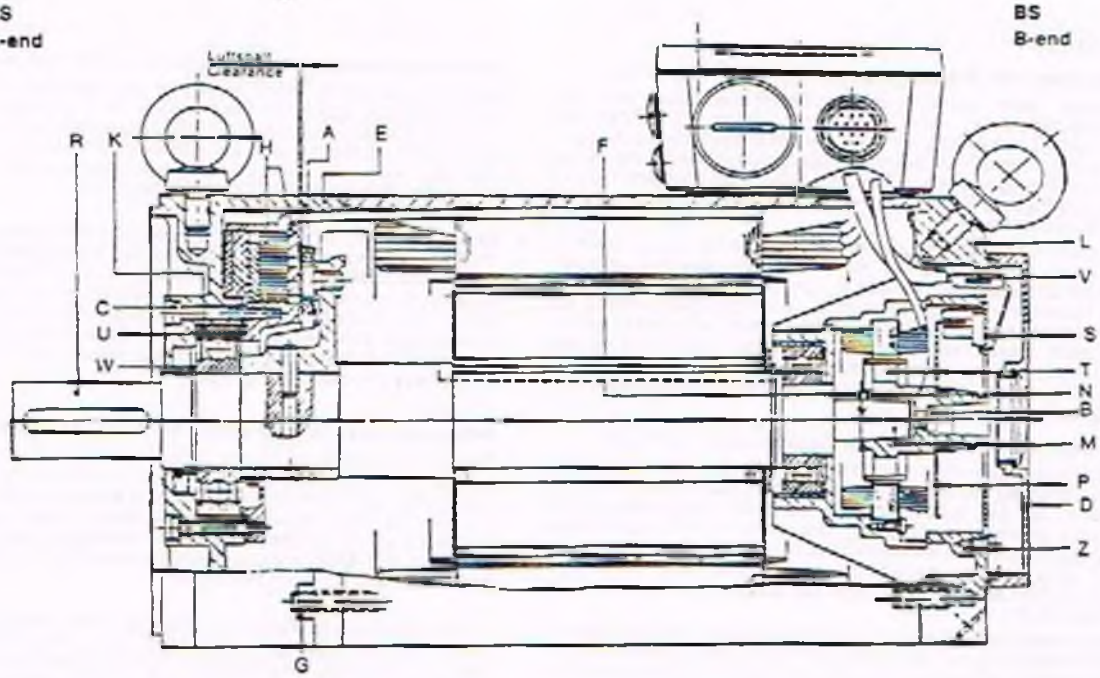

Fig. 2
**Lagegeber und Tachogenerator (s. Fig. 2)**
Position transmitter and tachogenerator (see Fig. 2)
**Demontage der Bremse** (z. B. bei Lagerwechsel; s. Fig. 2)
**Montage der Bremse** (z. B. bei Lagerwechsel; s. Fig. 2)
**Removing the brake** (e.g. for changing the bearings, see Fig. 2)
**Fitting the brake** (e.g. for changing the bearings; see Fig. 2)